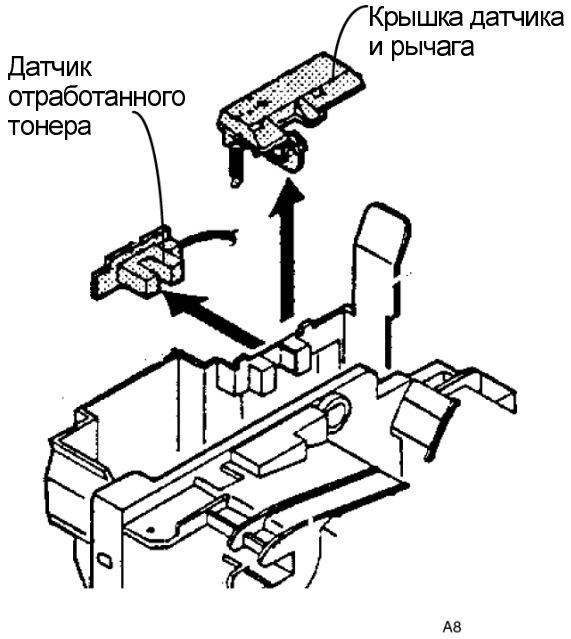

Рисунок 1. Снятие датчика отработанного тонера
2. (Рисунок 1): Снимите крышку датчика отработанного тонера и датчик отработанного тонера.